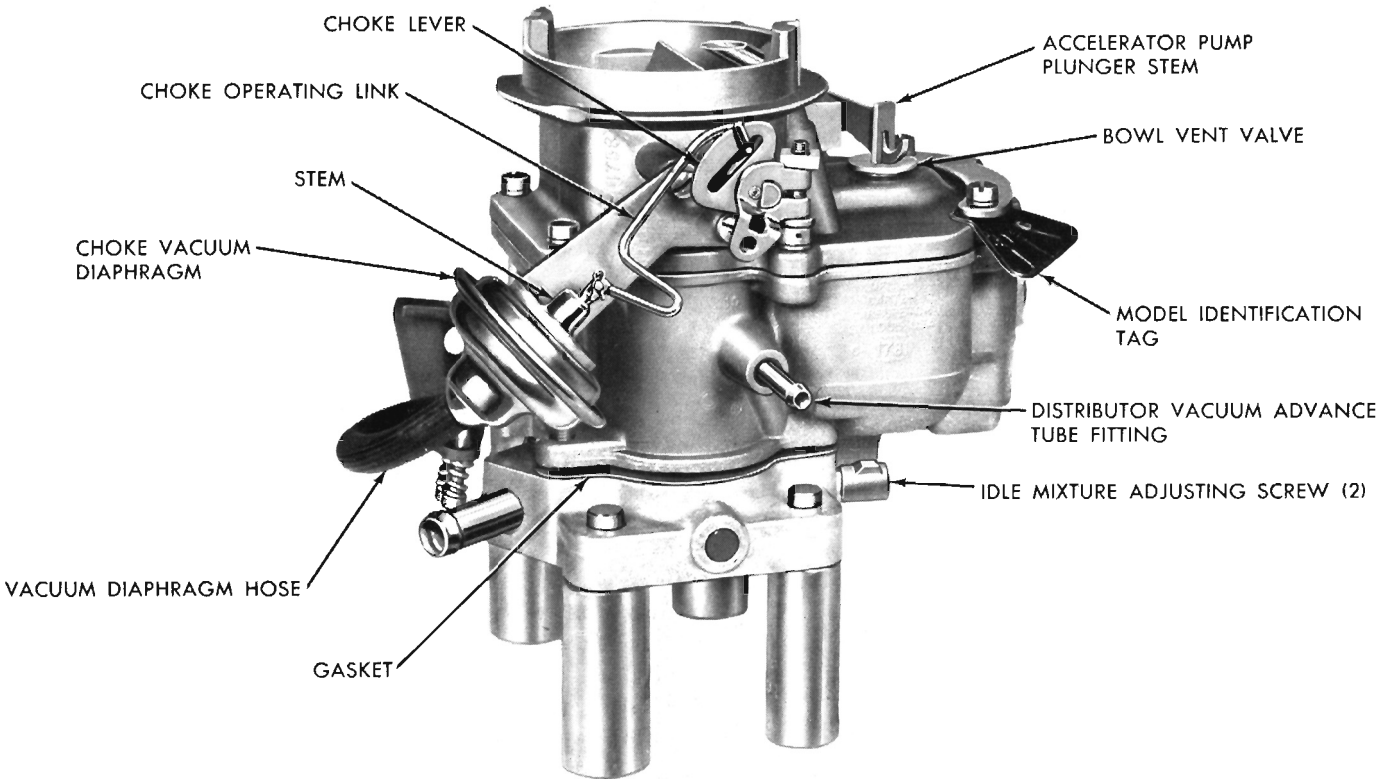

Fig. 1—Carburetor Assembly (BBD-4605S, BBD-4608S) and BBD-4610S Canadian
DISASSEMBLING CARBURETOR (Figs. 1 or 2)
(1) Place carburetor assembly on repair block Tool C-3225.
(2) Remove hairpin clips and disengage accelerator pump operating rod. (On the 273 cubic inch engine, accelerator pump rod is located in the outer hole of accelerator pump rocker arm, with manual transmission and in inner hole with automatic transmission.)
(3) Remove clips and disengage fast idle connector rod from fast idle cam and choke lever.
(4) Remove vacuum hose between carburetor main body and choke vacuum diaphragm.
(5) Remove clip from choke operating link and disengage link from diaphragm plunger (stem) and choke lever. (Fig. 1).
(6) Remove choke vacuum diaphragm and bracket assembly and place to one side to be cleaned as a special item. **A liquid cleaner may damage diaphragm material.**
(7) Remove air horn retaining screws and lift air